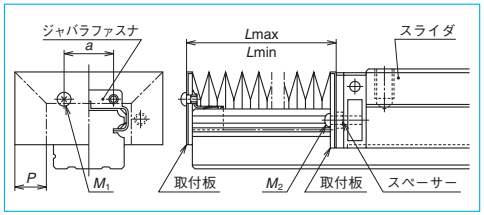

図 7.7
① NH、NS、DH、DS 型（図 7.7）
・図 7.7 に示すようにスライダ端のサイドシールを取り付けている小ねじ（M_2）2 本を外します。NS15、DS15 はエンドキャップを手で押さえておいてください。手を離すと、スライダからエンドキャップが外れ、中のボールがこぼれてしまう危険性があります。
・NH、NS、DH、DS 型用のジャバラは、図 7.7 のように専用ジャバラファスナーをレール端に軽く打ち込んだ後、ファスナーのタップ穴を使用してジャバラ端の取付板を固定します。